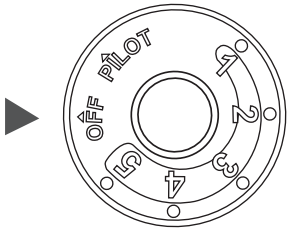
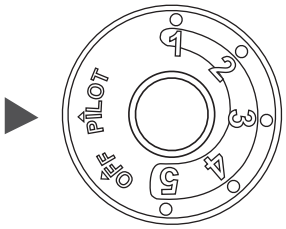

Fig. 22b
Fig. 23b
3. Turn control knob clockwise to "OFF" position. (See Fig. 22b)
4. Wait (5) minutes to clear out any gas. Then smell for gas, including near the floor. If you smell gas, STOP! Follow “B” in the safety information above. If you don’t smell gas, go to the next step.
5. Turn knob counterclockwise to the "PILOT" position. (See Fig. 23b) Depress control knob.